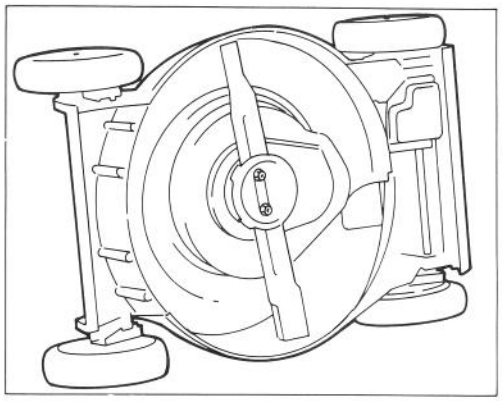

Bild 33
3. Mäher auf die rechte Seite kippen (Bild 33). Drehen des Mähmessers vermeiden, da sich sonst Startprobleme ergeben köonten.